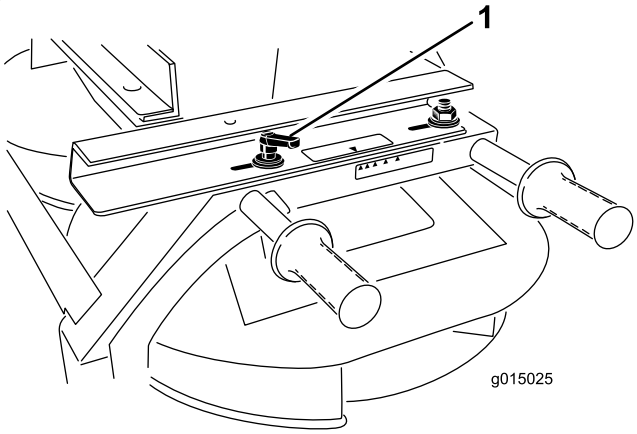

Rysunek 32
1. Zwolnij uchwyt z każdej strony podwójnego rozrzutnika (Rysunek 32).